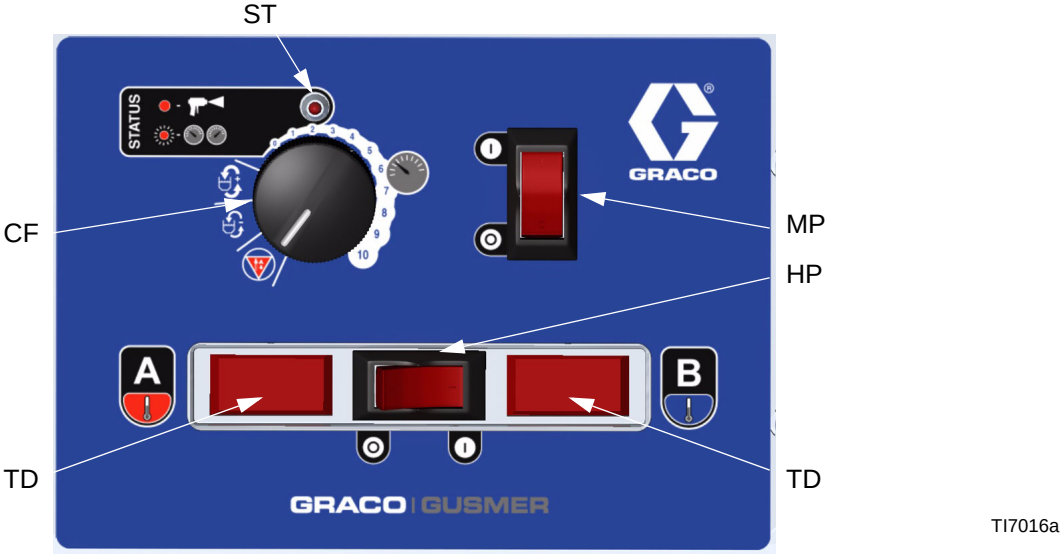

Рис. 3. Органы контроля и индикаторы(показано устройство с подогревом)
J Пульт управления; см. Рис. 3, стр. 10
См. Рис. 3. Выключатель (HP) включает подачу питания на термостаты нагревателя. Выключатель также имеет прерыватель цепи 20 А. Устанавливается только на устройствах с подогревом.
См. Рис. 3. Датчики температуры жидкости (T) отслеживают текущую температуру компонентов А и В жидкости, поступающих на распылительный пистолет. Показания температуры выводятся на дисплей (TD). Устанавливаются только на устройствах с подогревом.